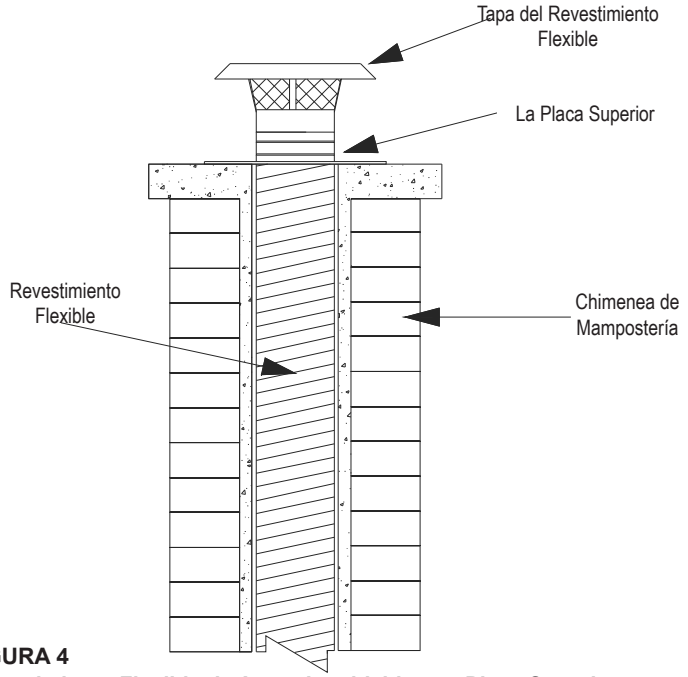

FIGURA 4
- El kit superior (tapa superior y tapa del revestimiento) se usa para soportar el peso total del sistema de revestimiento en la parte superior de la chimenea de mampostería (ver Figura 4).